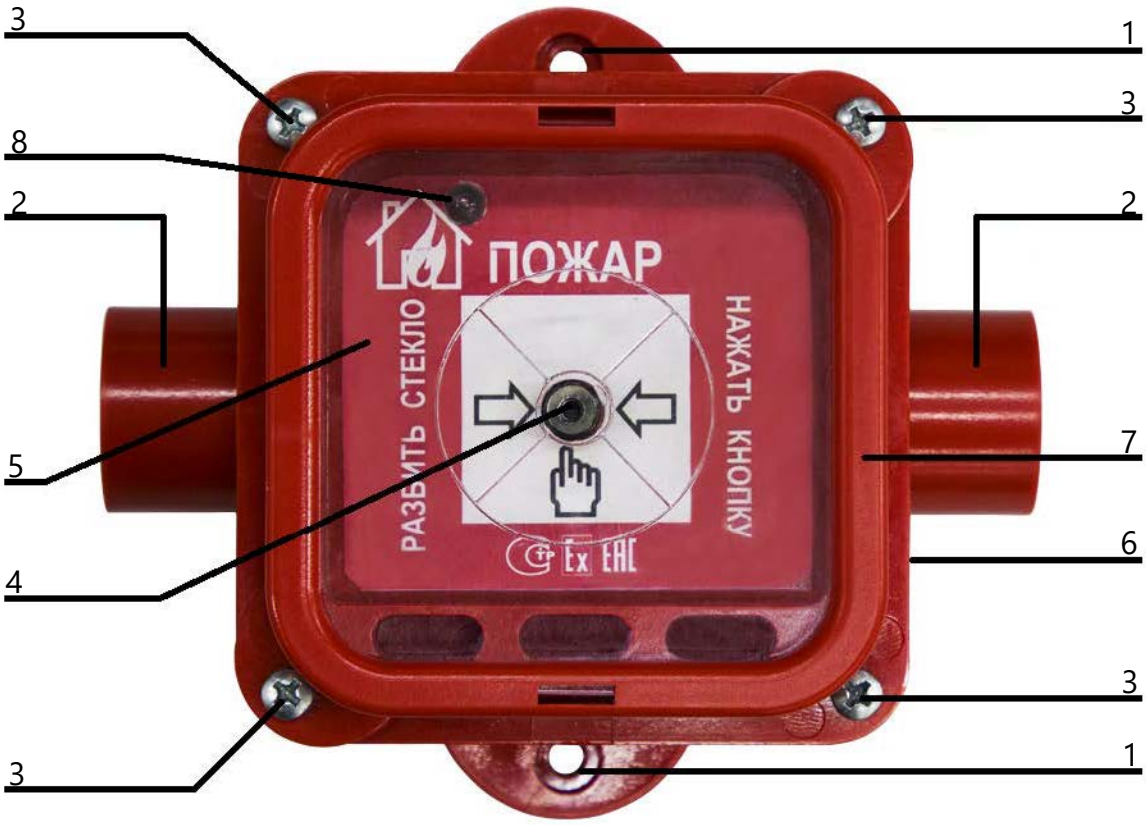

Рисунок 1. Вешний вид извещателя.
9.6.6. Закрепить извещатель по месту, используя крепежные отверстия (см. Рисунок 1, стр. 8)